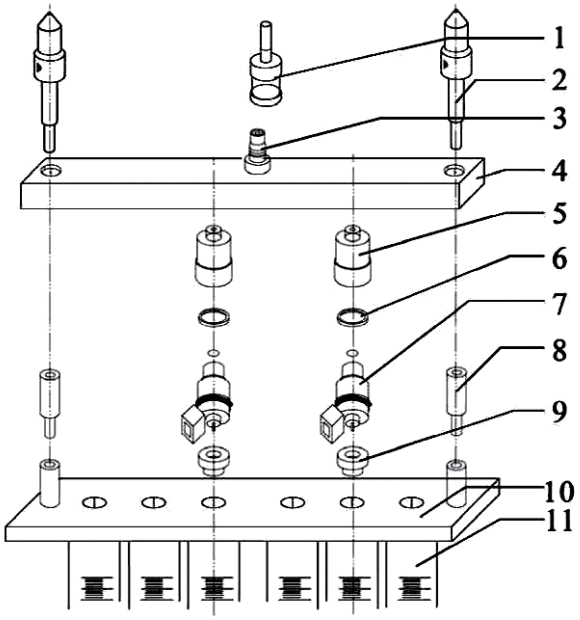

Рис. 2.4 Схема установки держателя для промывки противотоком
6.3 Установка инжектора для обратной промывки (противотоком) (рис. 2.4)
1. В соответствии с рис. 2.4, установите инжекторы между топливной рампой и опорной пластиной тестовых цилиндров.
2. Затяните всю сборку с помощью винтов (2), выберите режим обратной промывки, установите давление в системе 0.25-0.3 МПа, запустите функцию при помощи джойстика ► **Start** («Пуск»).